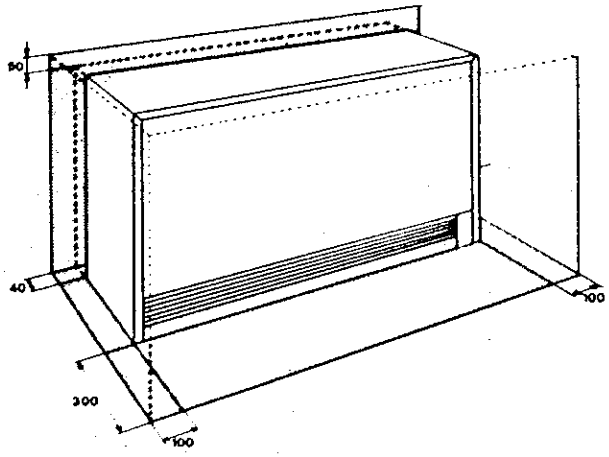

Fig. 1
- Ne rien placer sur ou contre cet appareil. Le volume enveloppant l'appareil illustré par la figure 1 doit rester complètement libre (les cotes sont données en mm).
- Keine Gegenstände auf oder gegen das Gerät legen oder stellen. Den in Fig. 1 angegebenen Mindest-Sicherheitsabstand unbedingt einhalten (die Werte verstehen sich in mm).